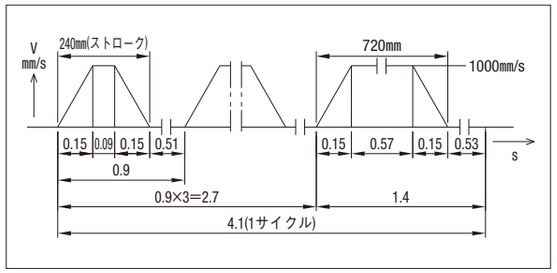

図1（例）デューティサイクル線図
| ⑧ | 運動パターン（デューティサイクル線図）（図1参照） | ― |